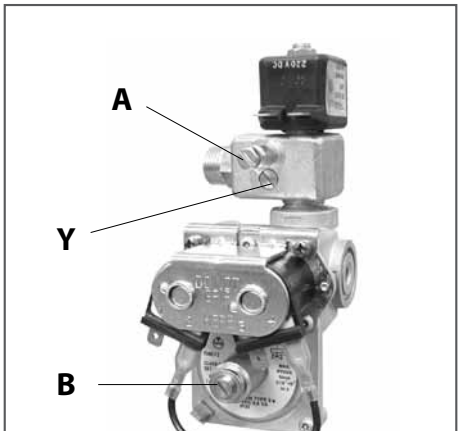

fig. 27
Después de haber desatornillado el tapón del regulador de presión **B** (fig. 27), enroscar hasta el fondo el tornillo de abajo.
Para verificar el valor de presión máxima (como indica la tabla de la pág. 17), introducir el instrumento de medición en las tomas de presión **A** (fig. 27) después de haber desenroscado el tornillo correspondiente. Para la regulación del valor de la presión al mínimo, actuar como para el gas natural.
- Para la presión máxima, introducir el instrumento de medición en la toma de presión **A** (fig. 27) (después de haber desenroscado el tornillo correspondiente) y, después de haber desenroscado el tapón del regulador de presión **B** (fig. 27), con el aparato encendido a la máxima potencia, utilizar el tornillo de abajo para aumentar o disminuir la presión en el inyector, que no debe superar los valores indicados en la tabla de los datos técnicos (pág. 17);
- para la presión mínima, siempre con el instrumento de medición introducido en la toma de presión **A** (fig. 27), con el aparato encendido a la potencia mínima, utilizar el tornillo **Y** (fig. 27) para aumentar o disminuir la presión en el inyector, que no debe superar los valores indicados en la tabla de los datos técnicos (pág. 17).